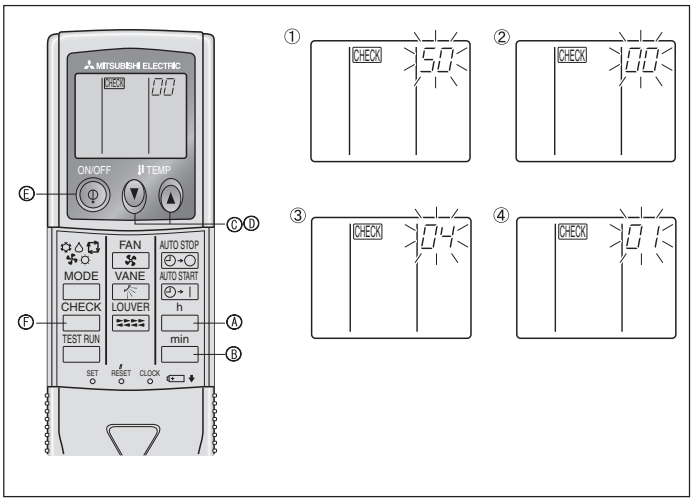

Fig. 6-10
⑧ Appuyer sur la touche MODE Ⓔ, les numéros de programmation et de mode (1) et (2) changeront et seront continuellement affichés, et les détails de la programmation pourront être confirmés.
⑨ Appuyer simultanément sur les touches FILTER Ⓐ et TEST RUN Ⓑ pendant au moins 2 secondes. L'écran de sélection des fonctions apparaît momentanément, et l'affichage d'arrêt du climatiseur apparaît.
2) Pour la télécommande sans fil (Fig. 6-10)